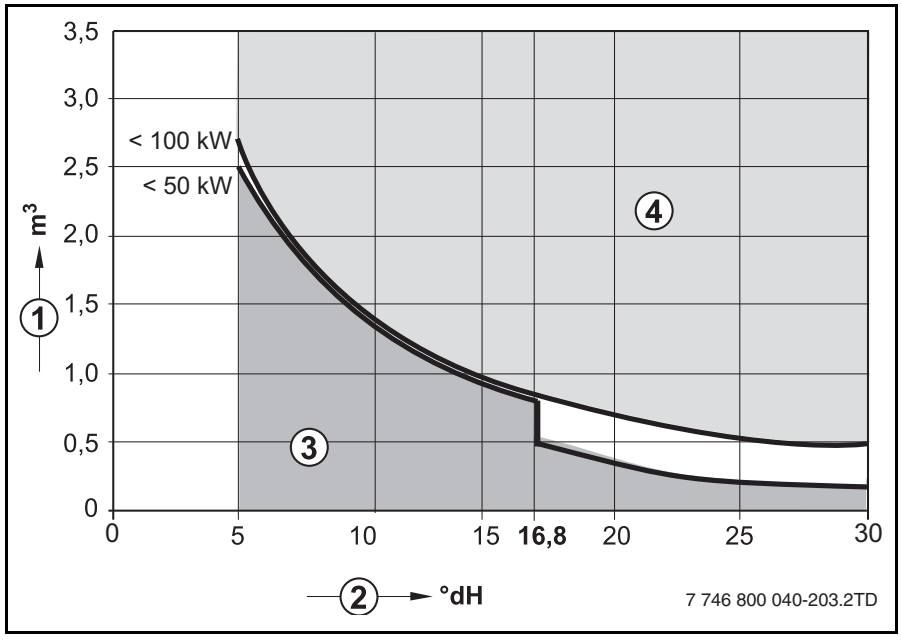

Fig. 1 Requisitos del agua de llenado de la caldera para las calderas simples Logamax de hasta 100 kW
- Utilizar exclusivamente agua del grifo sin tratar (al hacerlo, tener en cuenta el diagrama de la fig. 1).